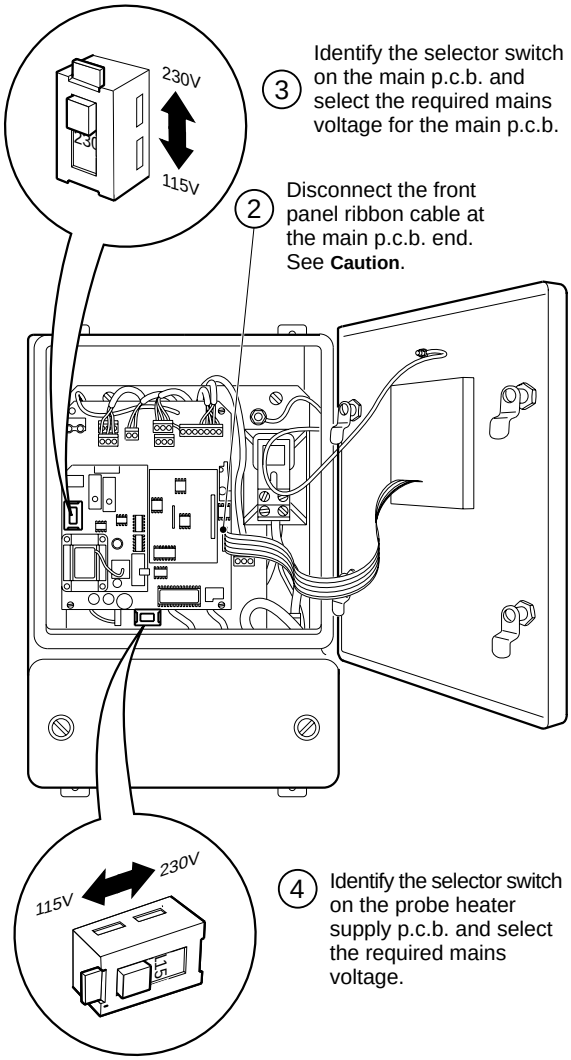

Fig. 4.4 Selecting the Mains Input Voltage
4.3 Selecting the Mains Input Voltage – Fig. 4.4